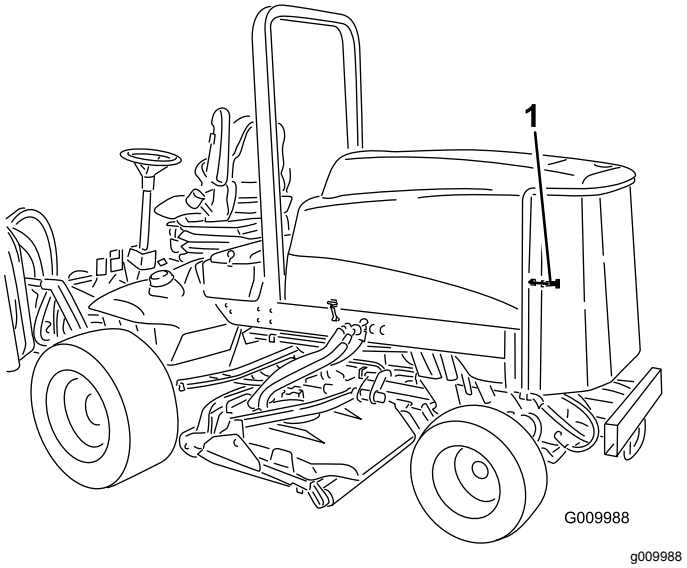

Rysunek 51
1. Odblokuj i otwórz tylną osłonę (Rysunek 51). Dokładnie oczyść osłonę ze wszystkich zanieczyszczeń.